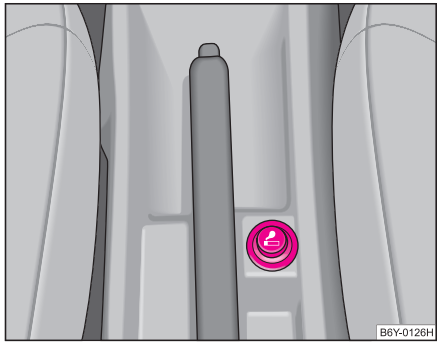

Fig. 71 Consola centrală: Bricheta
– Apăsați capătul brichetei înăuntru ⇒ fig. 71.